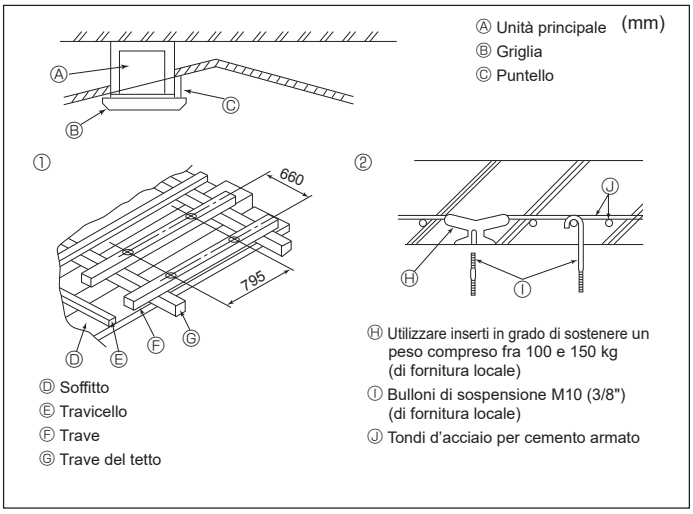

Fig. 3-5
3.5. Sospensione dell'unità su strutture diverse (Definizione delle caratteristiche delle varie strutture) (Fig. 3-5)